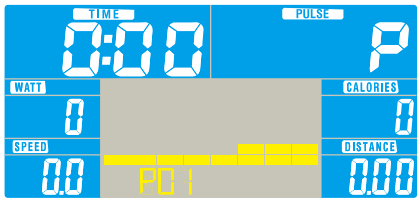

Рисунок 6
4.В режиме P01 (Рисунок 6), используйте кнопку START/STOP и затем кнопку RESET, чтобы перейти в главное меню. Когда на дисплее загорится надпись «MANUAL» («РЕЖИМ РУЧНОЙ НАСТРОЙКИ»), поверните ручку UP(+)/DOWN(-) один раз, чтобы перейти в режим P01. Установите целевое значение ВРЕМЕНИ. Используйте ручку UP(+)/DOWN(-) для установки значения или нажмите START для начала тренировки. После завершения обратного отсчета времени, тренажер автоматически останавливается. Чтобы остановить тренажер во время тренировки, используйте кнопку START/STOP.